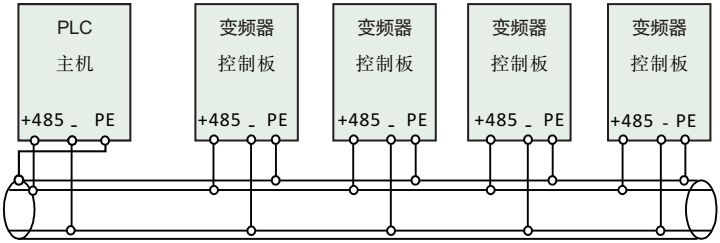
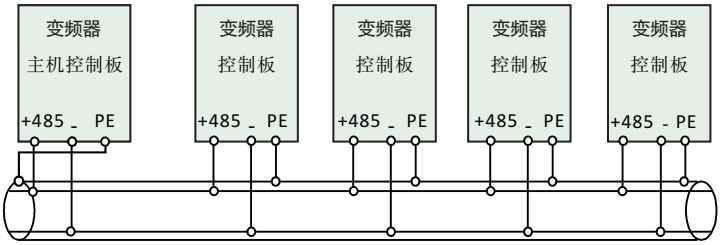

图3-11 PLC与变频器多机通信时的接线图(变频器、电机全部良好接地)
图3-12 变频器多机通信时的接线图(变频器、电机全部良好接地)
③ 多台变频器可通过RS485连接在一起，由PLC（或上位机）作主机控制，如图3-11所示，也可以其中一台变频器作主机，其它变频器作从机，如图3-12所示。随着连接台数的增加，通讯系统越容易受到干扰，建议按如下方式接线：